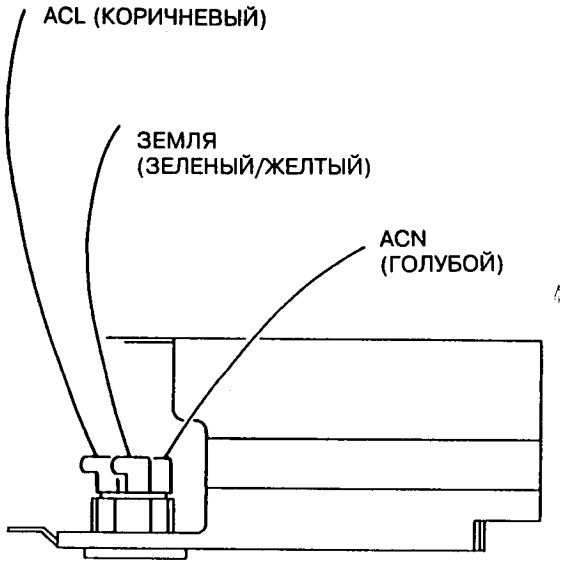

Рис.1 Проводка ACL и ACN (вид сверху)
2. Проверить соответствие проводки на сетевом входе изображению на рис.1.